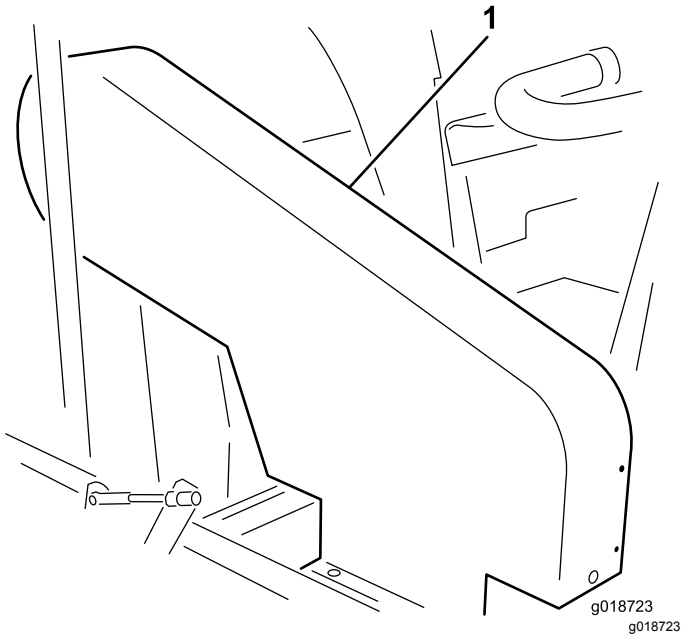

Figuur 19
Opmerking: U hoeft de bovenste riemkap (Figuur 19) niet te verwijderen om de riemspanning te controleren. Als u de riemkap verwijdert, verwijder dan de 4 bouten, ringen en moeren waarmee de kap aan het frame is bevestigd. Gebruik de machine nooit zonder dat de kappen zijn geplaatst.
Controleer de spanning door de riem midden tussen de rotor en de koppelingspoelie in te drukken met een kracht van 18 tot 22 N. De riem moet 1,3 cm doorbuigen. Als de speling niet correct is, raadpleegt u Drijfriem van de rotor afstellen (bladz. 26). Als de speling correct is, ga dan verder met normaal gebruik (Figuur 19).
Controleer de spanning door de riem midden tussen de tussenas en de koppelingspoelies in te drukken met een kracht van 18 tot 22 N. De riem moet 6 mm doorbuigen. Als de speling niet correct is, raadpleegt u De riem van de tussenas afstellen (bladz. 27). Als de speling correct is, ga dan verder met normaal gebruik (Figuur 19).
1. Verwijder de 4 bouten, ringen en moeren waarmee het bovenste scherm aan het frame is bevestigd (Figuur 19).